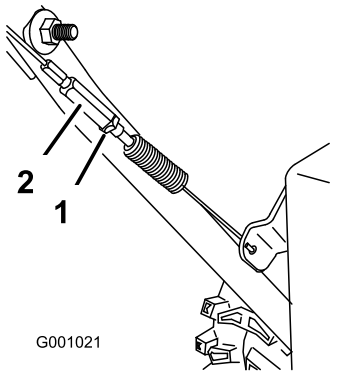

Figur 44
3. Spænd kontramøtrikken (Figur 44).